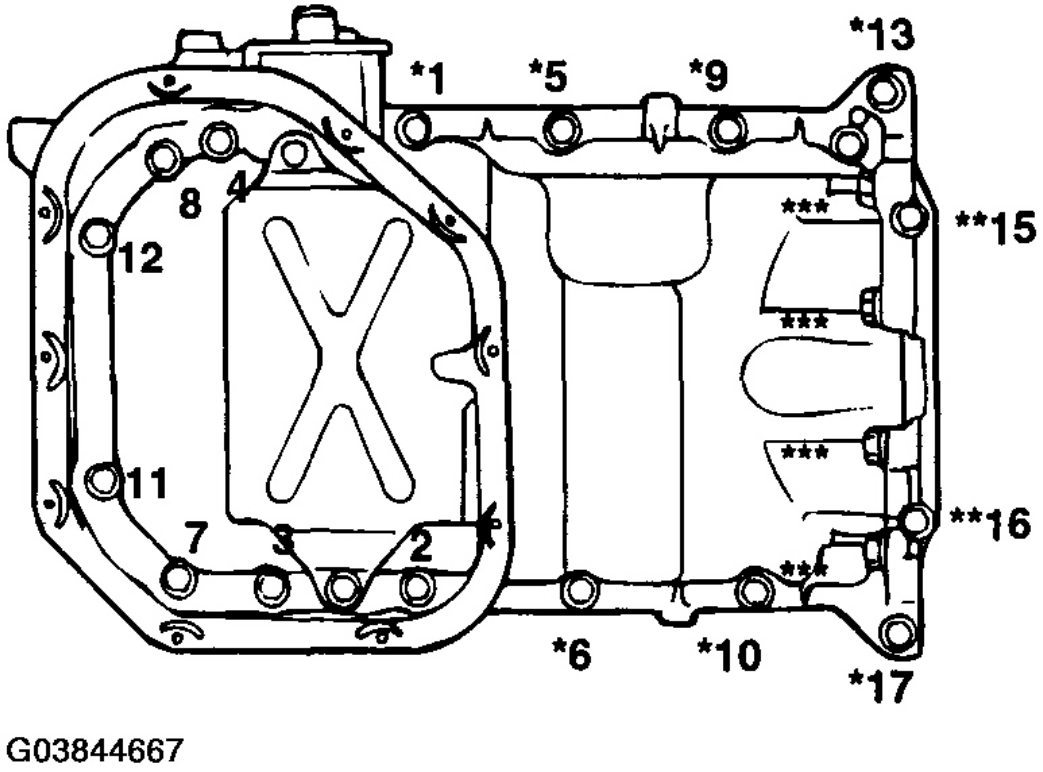

Fig. 142: Identifying Tightening Sequence Of Oil Pan Bolts
8. Tighten the oil pan bolts as shown in **Fig. 142** .